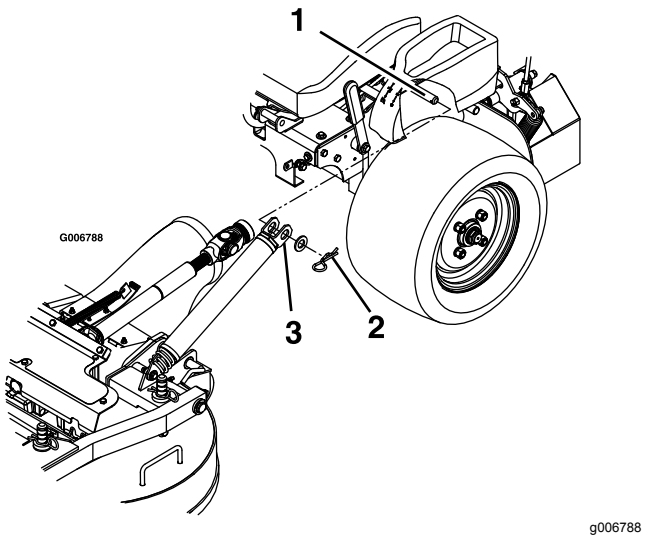

Figur 77
4. Ta bort hårnålssprintarna och brickorna högst upp på däckets lyftfjäder på varje sida av maskinen (Figur 77).
10. Montera fjädrarna på förankringssprintarna under vänster och höger konsol och fäst med en bricka och hårnålssprint (Figur 77).